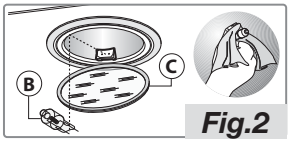

Fig.2
Attention: Remplacer par des lampes allogènes du même type. Ne pas toucher la lampe allogène avec les mains nues ; une fois qu'elle est remplacée, refermer le verre **C** figure 2.
- Positionner le modèle sur le mur en s'assurant que la ligne coïncide avec celle qui a été marquée préalablement. Marquer la position des trous et faire un trou (Fig.2).